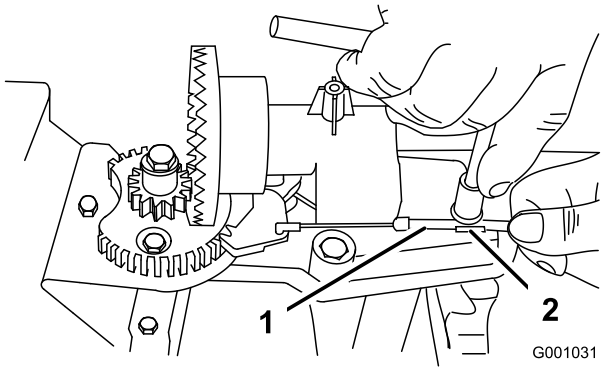
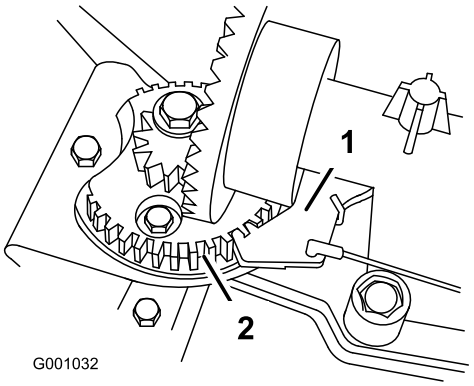

Figur 53
Figur 54
2. Løsne klemskruen som fester kabelen (Figur 53).
3. Grip kabelrøret og flytt det mot fronten av maskinen inntil utløpssjaktlåsen kobles fullstendig til tennene i giret (Figur 53 og Figur 54).
Merk: Låsen er fjærbelastet og vil bevege seg naturlig inn i tennene i giret (Figur 54).